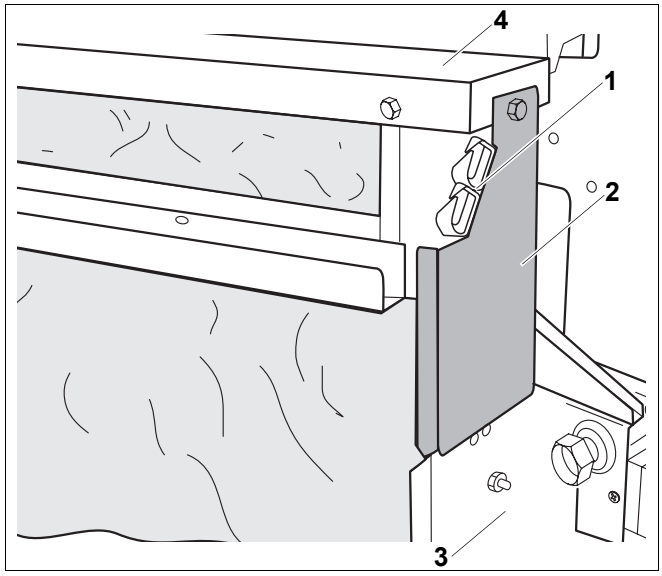

Rys. 61 Montaż blachy osłonowej
- Wsunąć blachy osłonowe (rys. 61, **poz. 2**) z lewej i prawej strony w ściankę tylną (rys. 61, **poz. 3**) i przykręcić u góry do bocznych pokryw kotła (rys. 61, **poz. 4**). W razie potrzeby trochę poluzować ściankę tylną.
- Przykręcić uchwyt kabla (rys. 61, **poz. 1**).